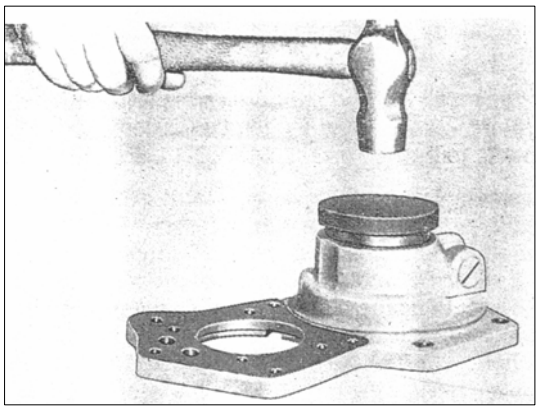

РИС. 225
1) Установите ведущую шестерню привода спидометра на место. Установите ведомую вал – шестерню. Вкрутите заглушку с резьбой с усилием 2 кг·м. Вставьте концевую пробку. Установите манжету в крышку привода спидометра, используя спец. инструмент №312 5891 239 (см. рис.225).